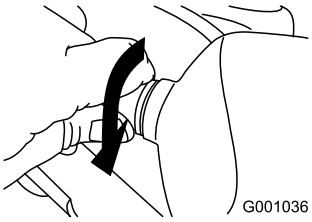

Figur 54
5. Drei lyspærens base med klokken til den sitter tett (Figur 54).